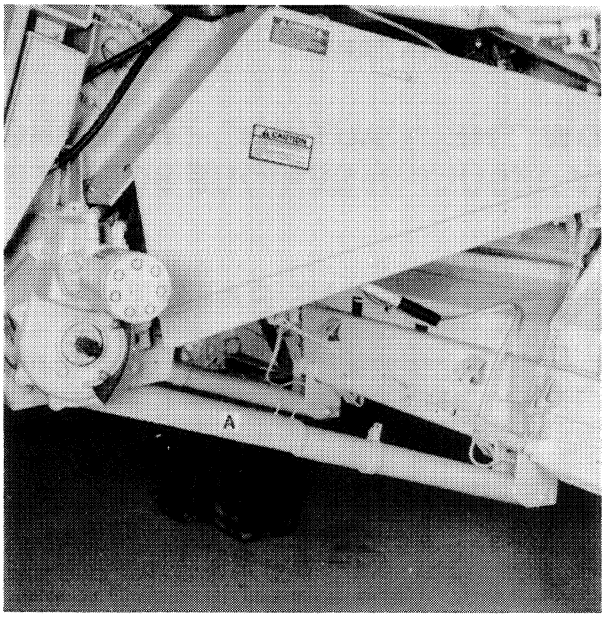

FIGURE 0-1
8. DO NOT WORK UNDER THE HEAD WHEN IT IS IN THE RAISED POSITION UNLESS IT IS PROPERLY BLOCKED OR THE CYLINDER STOP, A, FIGURE 0-1, IS DOWN AND LOCKED.